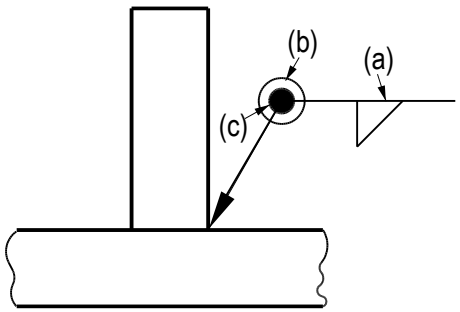

FIGUUR 1 (4)
1.4 FIGUUR 1 toon 'n las met sweissimbole.
1.4.2 Dui aan wat die DRIE elemente van die sweissimbool in FIGUUR 1 verteenwoordig.